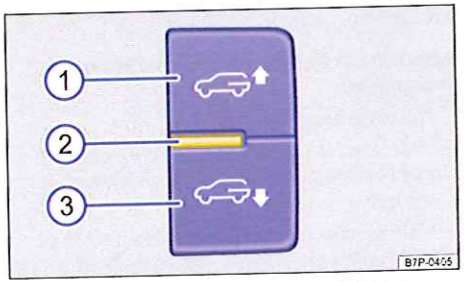

Fig. 171 Dans le coffre à bagages côté droit : touches du mode de chargement.
Si le contact d'allumage est mis, un symbole apparaît sur l'afficheur du combiné d'instruments, sous l'indicateur à barres → fig. 168, et un signal d'avertissement retentit. L'affichage *clignote* jusqu'à ce que vous appuyiez sur la touche → fig. 171 ① ou ③ et que l'arrière du véhicule soit abaissé ou relevé.
- Lorsque le témoin de contrôle → fig. 171 ② est éteint, le mode de chargement est inactif ou le système présente un défaut.